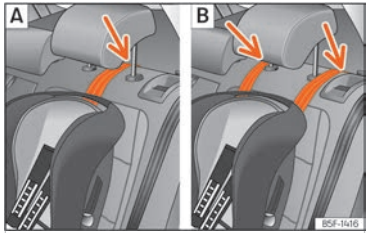

Fig. 42 Seients del darrere: ajust i muntatge en funció del cinturó Top Tether.
- Col·loqueu la corretja per sota del reposacaps (en funció de les instruccions de la cadira, aixequeu o retireu el reposacaps si és necessari) ››› fig. 42.